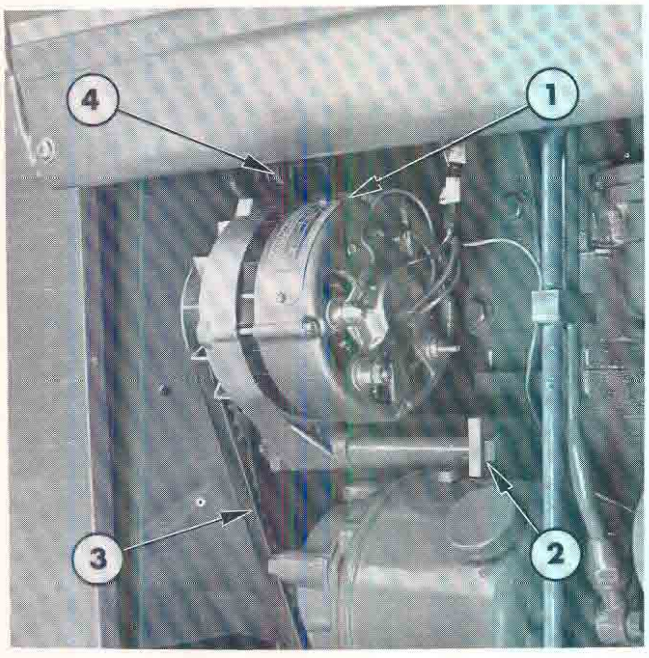

Figure 63
2. Place the alternator in position on the tractor and install the attaching bolts and spacer, Figure 63. Loosely tighten the bolts so the alternator is free to pivot when moderate pressure is applied.
4. Connect the wires to the alternator as shown in Figure 63.